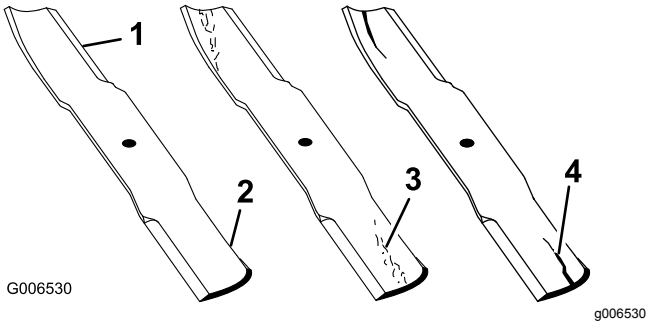

Figur 75
1. Efterse skærekanterne (Figur 75).
4. Hvis skæreknivene er beskadiget eller slidt, eller hvis der er antydning af en revne i dette område, skal der straks monteres nye skæreknive (Figur 75).